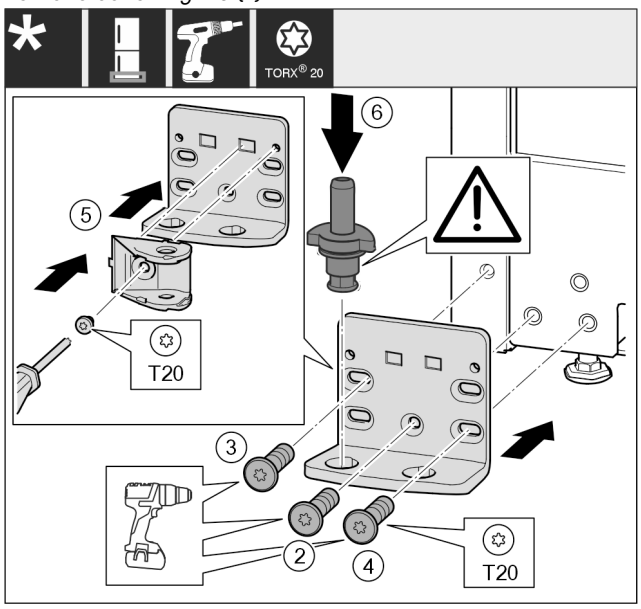

Fig. 24
- ▶ Place the swap bearing block on the other side and use a screwdriver to screw it on. Start with the screw *Fig. 24 (2)* at the bottom in the middle.
- ▶ Tighten screw *Fig. 24 (3)* and screw *Fig. 24 (4)*.
- ▶ Turn the closing damper connection *Fig. 24 (5)* by 180°. Use screwdriver to screw it onto the other side of the swap bearing block.
- ▶ Insert the bearing bolt *Fig. 24 (6)* completely. Ensure that the latching cam is pointing towards the rear.